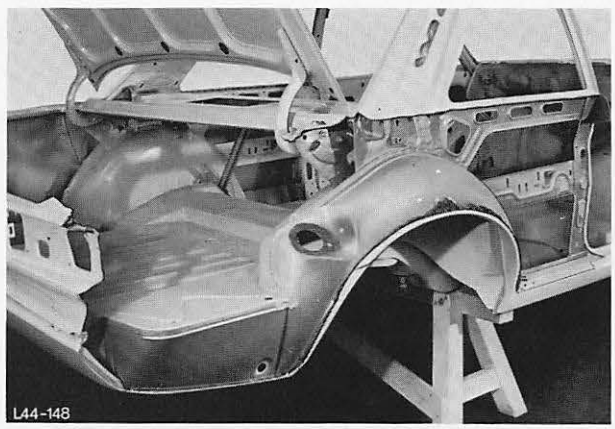

Abb. 160 Seitenwand ausgetrennt
14. Seitenwand entfernen, Abb. 160.